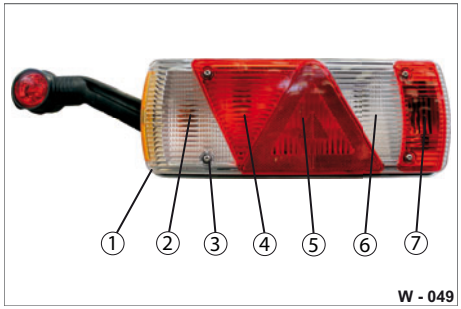

Abb. 49 Komponenten der Heckleuchte
- ▶ Schrauben Sie die 4 Befestigungsschrauben (Abb. 49/3) ab.
- ▶ Entfernen Sie die äußere Lichtscheibe (Abb. 49/1).
- ▶ Schrauben Sie die Befestigungsschrauben (Abb. 49/3) an.